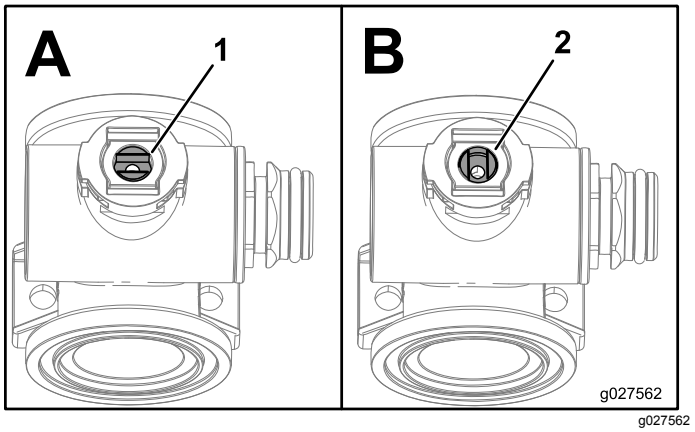

Figur 71
1. Placera ventilskaftet så att ventilen är stängd (B i Figur 71).
3. Vrid ventilskaftet så att kulan är i öppet läge (A i Figur 71).
7. Vrid ventilskaftenheten så att ventilen är stängd (B i Figur 71).